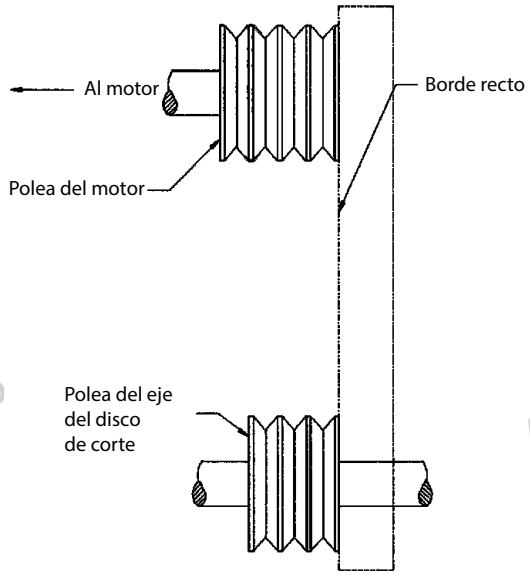

Figura 1
6. Para comprobar la alineación, utilice una regla de acero. Ver Figura 1.